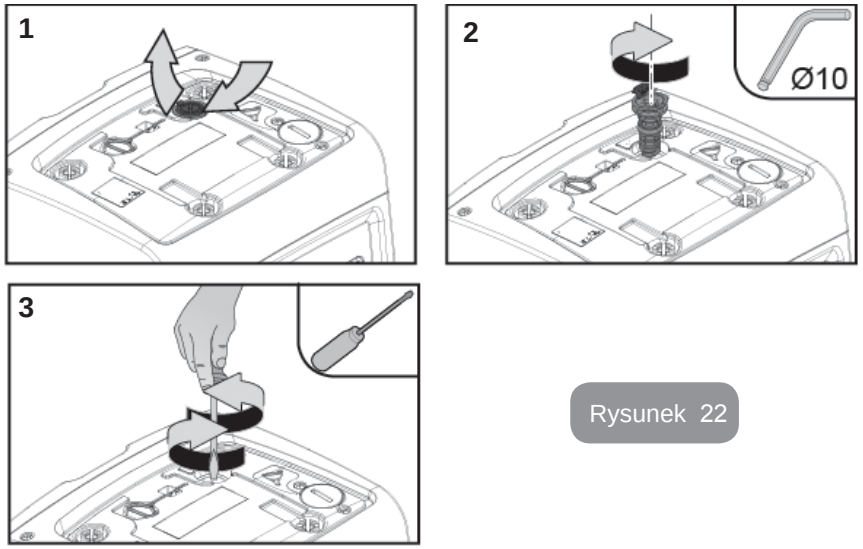

Rysunek 22
DAB dostarcza na wyposażeniu produktu metalowy klucz sześciokątny (Rys. 22 – 1) użyteczny do wykonania na systemie wyjątkowych czynności konserwacyjnych lub przewidzianych podczas instalacji.
2. podniść gumową pokrywę korka dostępu do wału silnika (rys. 22);
3. przy użyciu klucza sześciokątnego na 10mm, usunąć korek dostępu do wału silnika (rys. 22);
4. wprowadzić płaski śrubokręt do zespołu wału silnika i manewrować w 2 kierunkach rotacji (rys. 22);